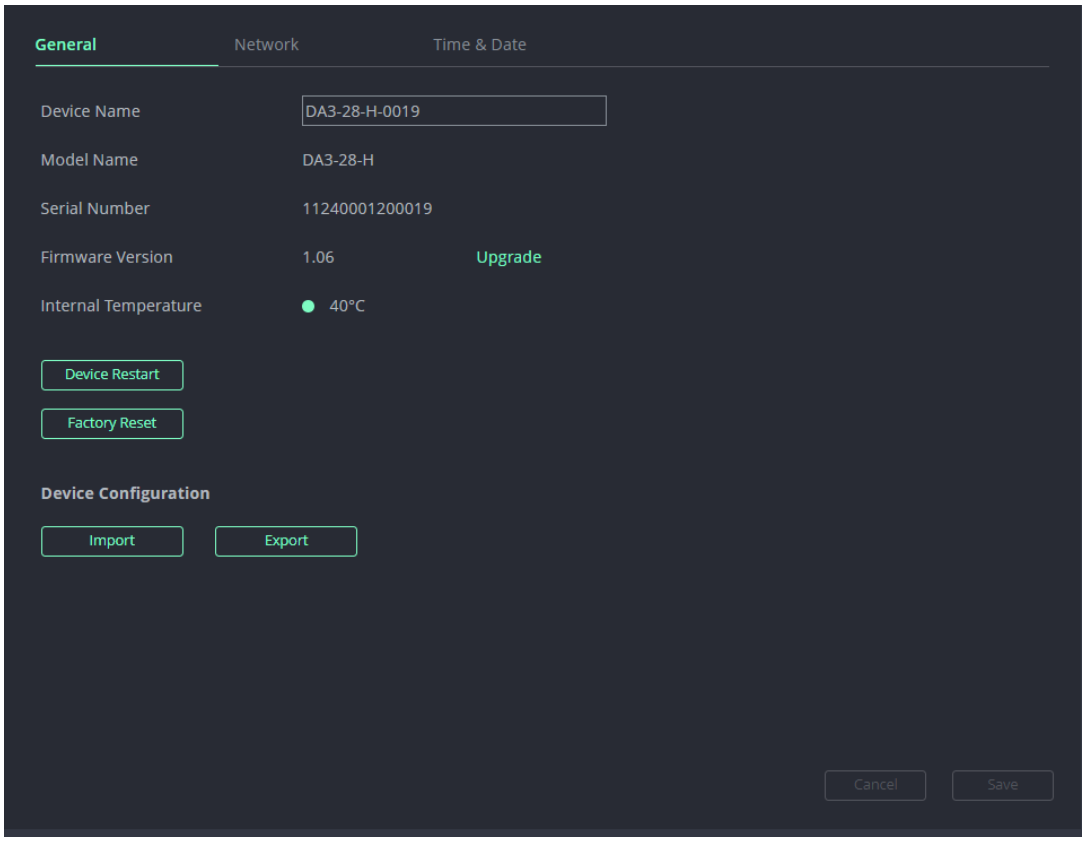

Figure 24: Device Settings> General Page
1. Go to the **Device Settings**> **General** page (Figure 24).
Click **DEVICE RESTART** on the **Device Settings**> **General** page (Figure 24).
Click **FACTORY RESET** on the **Device Settings**> **General** page (Figure 24).